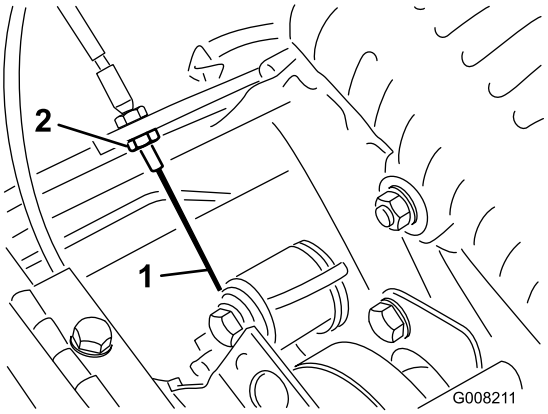

Figuur 43
3. Om de kabel strakker te zetten, moet u de voorste contramoer op de kabel losdraaien en de achterste contramoer aandraaien (Figuur 43) totdat een kracht van 3 tot 4 kg nodig is om de rem in werking te stellen. Meet de kracht bij de bedieningsknop.